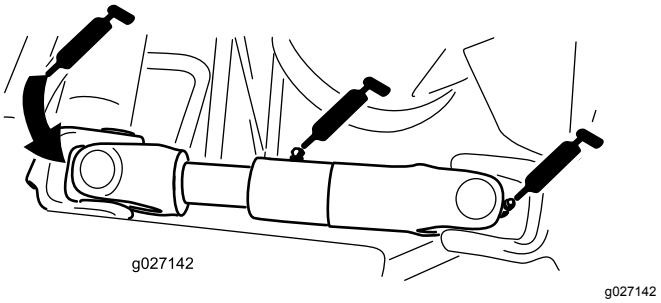

Figuur 44
- Kruiskoppeling van aandrijfas van pomp (3) (Figuur 44)